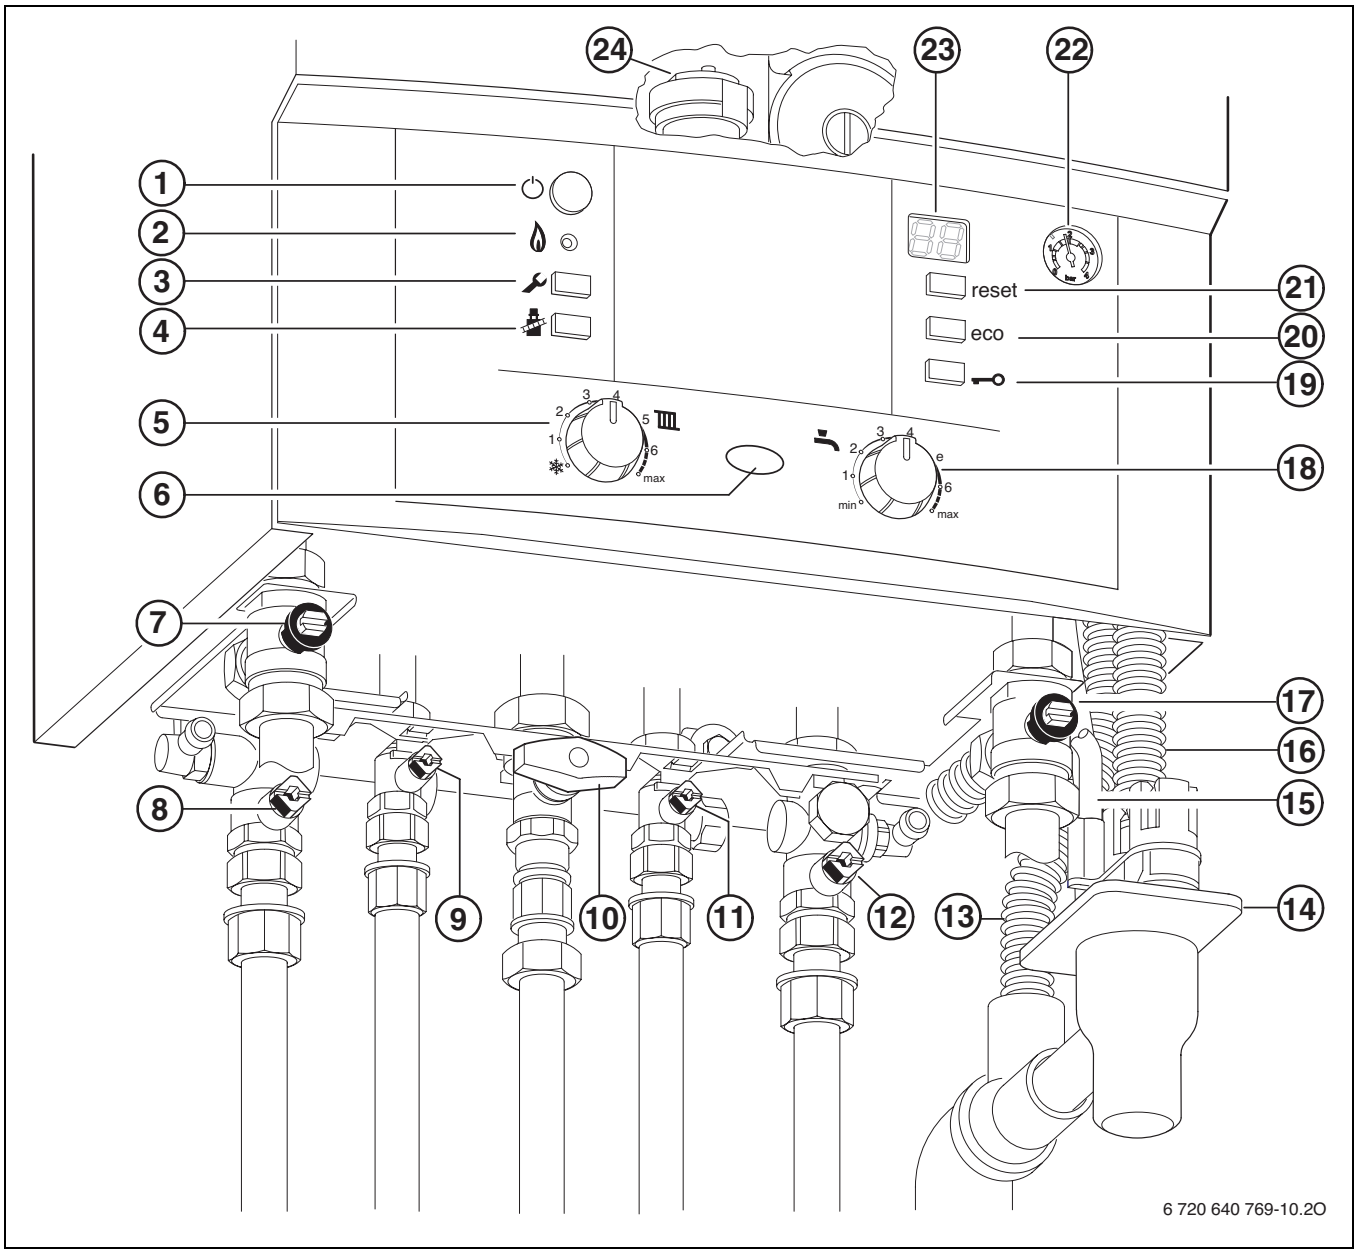

Bild 30
- ▶ Pufferspeicher-Vorlaufhahn und Pufferspeicher-Rücklaufhahn [17 und 7, Bild 30] öffnen.
- ▶ Heizungsvorlaufhahn und Heizungsrücklaufhahn [8 und 12, Bild 30] öffnen und Heizungsanlage auf 1 -1,5 bar füllen und Füllhahn schließen.
- ▶ Kaltwasserhahn und Warmwasserhahn [11 und 9, Bild 30] öffnen.